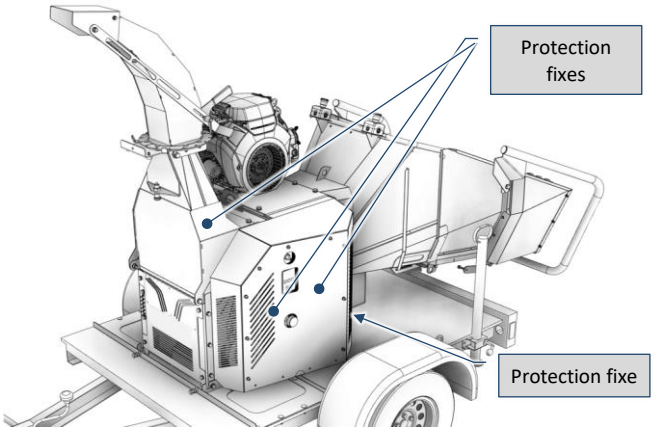
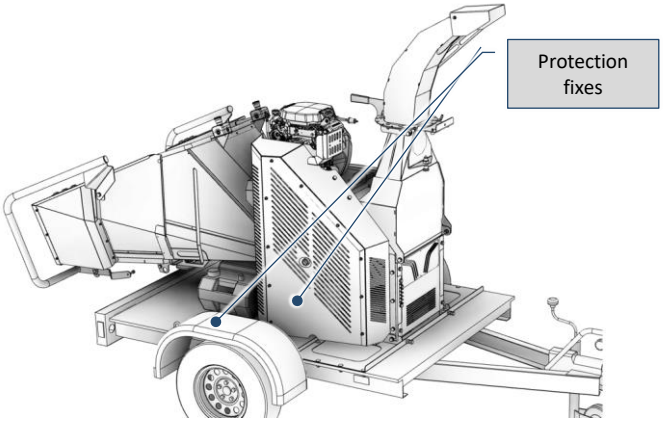

Fig. 7-20 – Protections fixes de la machine
Fig. 7-21 – Protections fixes de la machine
- **Protection fixe**: protection maintenue en position (c'est-à-dire fermée) de manière permanente (par soudure, etc.) ou au moyen d'éléments de fixation (vis, écrous, etc.) qui rendent impossible son retrait/ouverture sans l'aide d'outils (Fig. 7-20 et Fig. 7-21).